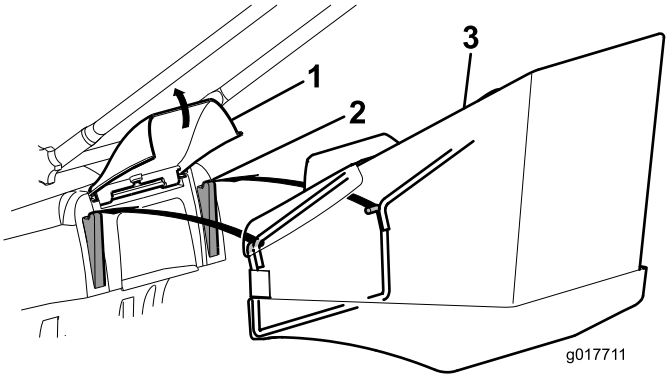
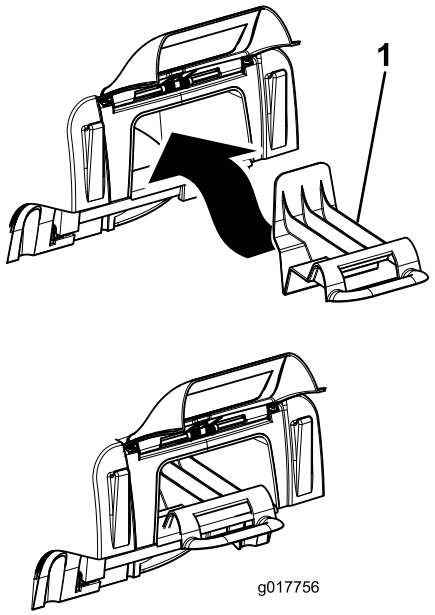

Figur 14
Figur 15
1. Løft den bakre avlederen, ta ut resirkuleringspluggen (Figur 15) og monter gressposen i hakene (Figur 14).
Merk: For å skifte fra oppsamling til resirkulering fjerner du gressposen og setter i resirkuleringspluggen du fjernet i trinn 1, og senker bakluken (Figur 15).